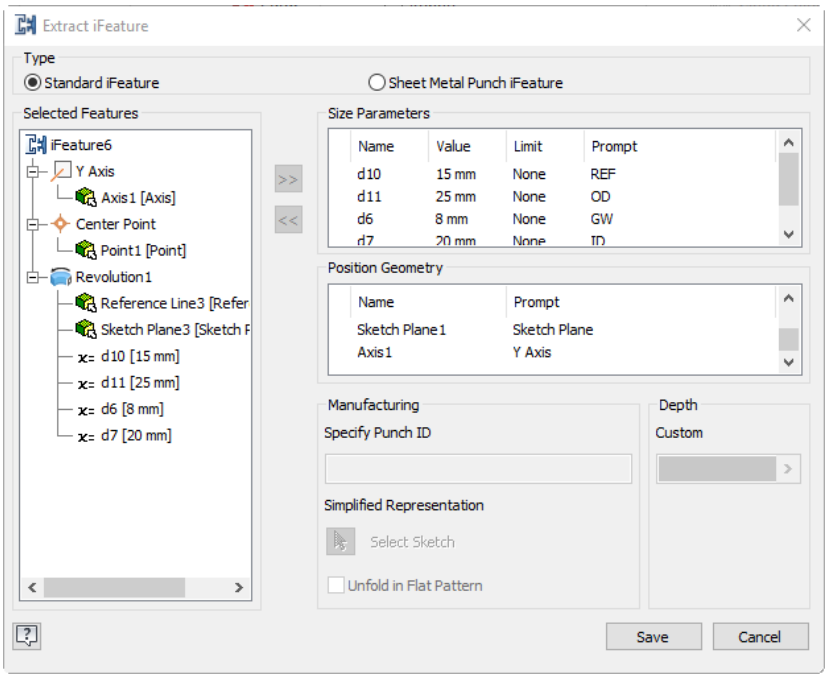

Figure 17-36 *The* ***Extract iFeature*** *dialog box*
11. Similarly, change the fields corresponding to **Point1** and **Axis1** to **Center Point** and **Y Axis**, respectively in the **Prompt** column of the **Position Geometry** area. After changing the prompts, the **Extract iFeature** dialog box appears, as shown in Figure 17-36.